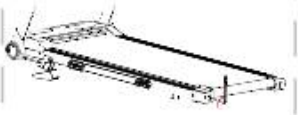

Figure 1
- If the belt drifts left, use the provided hex tool to turn the left idler roller screw clockwise ¼ of a turn (refer to Figure 1).